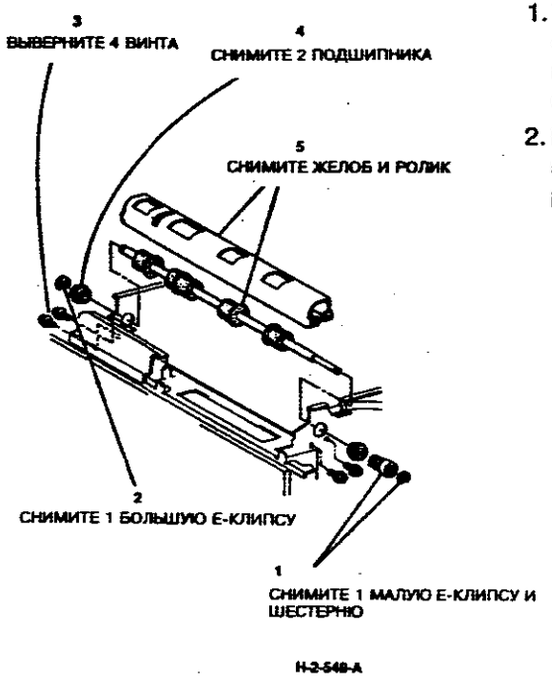

**Рисунок 4. Снятие выходного ролика**
6. (Рисунок 4) Снимите выходной ролик.
*Приводная шестерня выходного ролика снабжена одноходовой муфтой. Обратите внимание на ориентацию этой муфты (рисунок 4) и проверьте правильность установки приводной шестерни.*